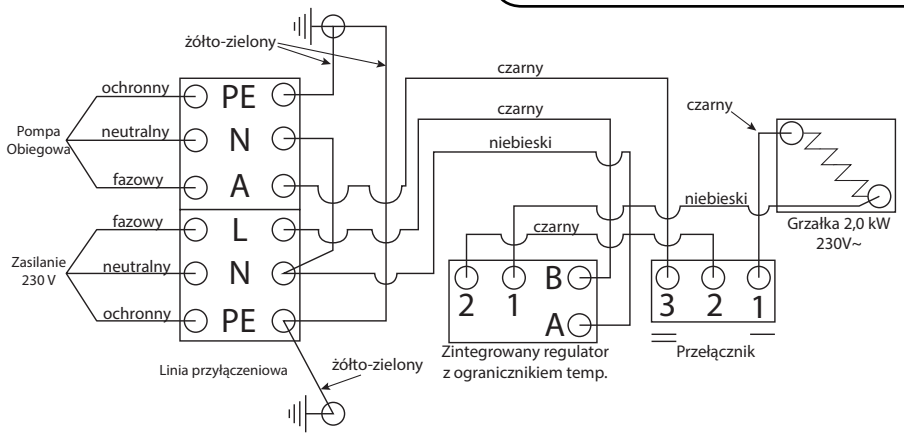

Rys. 5 Schemat elektryczny VIKING PLUS
Schemat instalacji elektrycznej przedstawia **Rys. 5**.
- Sterowanie za pomocą automatyki zasobnika (rozwiązanie zalecane dla kotłów nie mających możliwości sterowania nagrzewem c. w. u. lub układów grzewczych zasilanych z sieci ciepłowniczej): Pompę ładującą należy podłączyć do automatyki zasobnika zgodnie ze schematem elektrycznym (Rys. 5), włącznik klawiszowy przestawić na pozycję I (wyłączone zostanie grzanie grzałką). Ustawiona temperatura na termoregulatorze utrzymywana będzie przez automatykę zasobnika, który w zależności od potrzeb będzie pompę ładującą załączał bądź wyłączał.